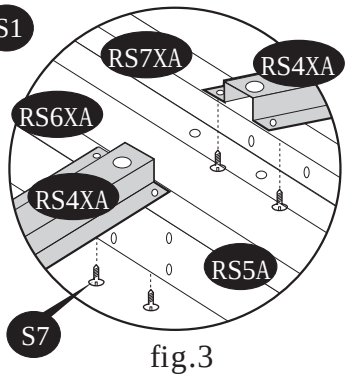
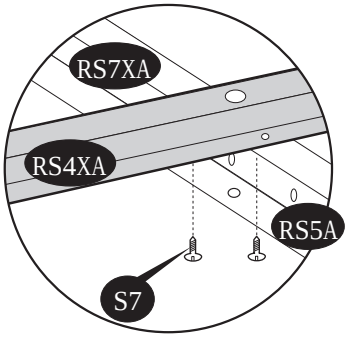

fig.3
fig.4
27. Attach the roof structures (RS4A) one end to roof structure (RS3SA) with (S1) screws. see fig. 1& 2. Fix the other end to roof structure (RS6A) & (RS7A) with (S1) screws see fig. 3. Fix the middle portion to (RS6A) & (RS7A) roof structure with (S1) screws. See fig. 4.